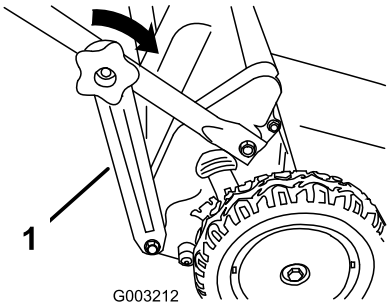

**Figuur 6**
5. Bevestig de beugels van de handgreep (Figuur 6) aan de zijkanten van de onderste handgrepen.